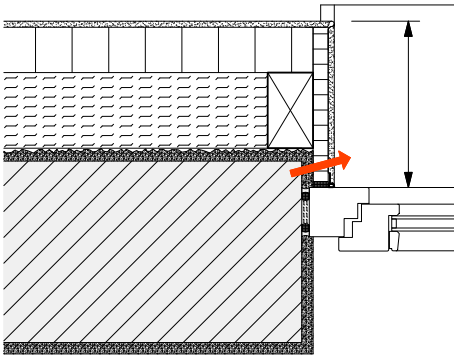

Abb. 6a: Das Fenster bleibt in der ursprünglichen Position. Die Leibung ist zu dämmen. Ein Erhalt der Fenster lohnt sich nur, wenn
1. Die Fenster sind erhaltenswert und sollen nicht ersetzt werden. Nachteile: Es ergeben sich Wärmebrücken und außen entstehen tiefe Leibungen (Abb. 6a).
3. Die Fenster werden ersetzt und sollen an der bisherigen Position eingebaut werden, um Kosten und Aufwand zu minimieren. Nachteile wie Abb. 6a.